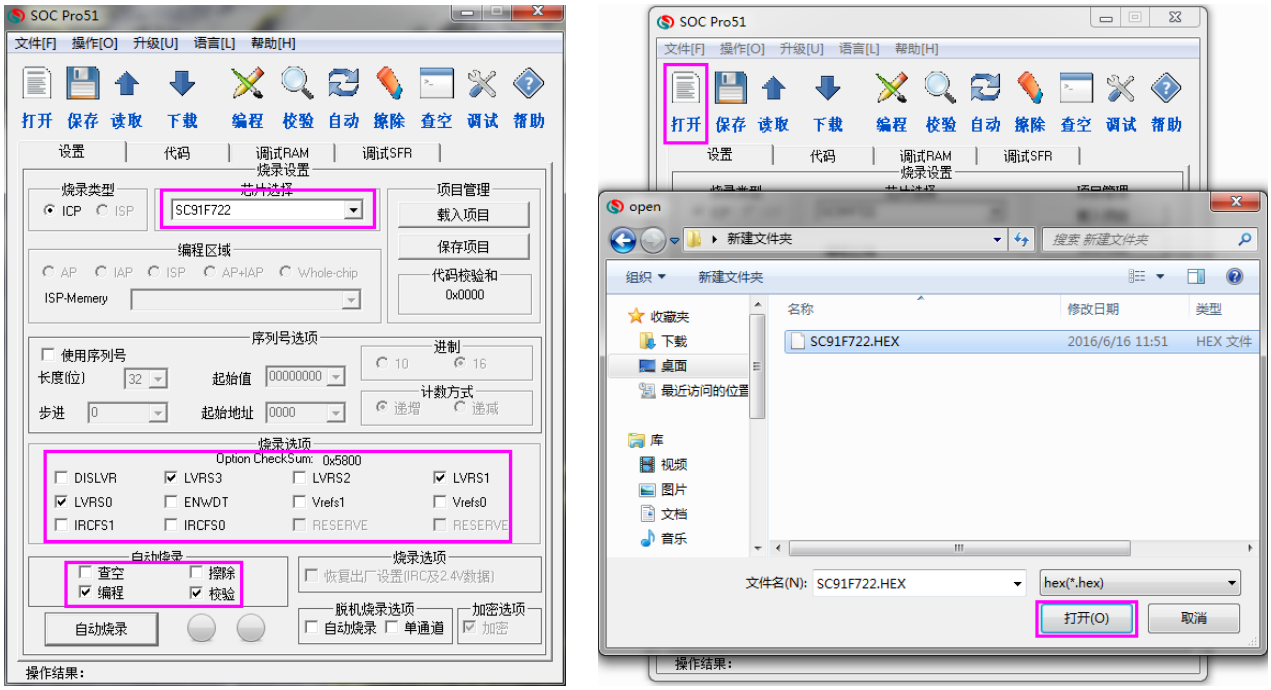

图 3.1　　SOC PRO51 操作图示
⑤ 点击快捷图标的“打开”载入要烧录的代码文件（.hex 文件），点击“打开”按钮选定代码文件；
⑥ 根据需要设置好烧录选项（图 3.1 标注的区域）；
⑦ 点击“自动烧录”按钮，将代码文件及相应的设置项烧录到 IC 中；
⑧ 烧录软件 SOC Pro51 会弹出窗口显示操作进程，操作成功后，弹出窗口提示，烧录完成。
① 过载保护和提醒：